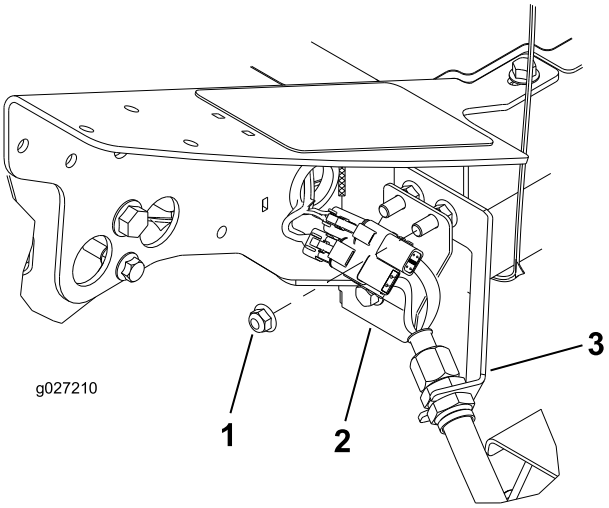

Figuur 11
1. Verwijder aan de linkervoorhoek van het frame (maaideklocatie nr. 4) de extra flensmoer op de bout waarmee de tussenschotbeugel aan de machine is bevestigd (Figuur 11).